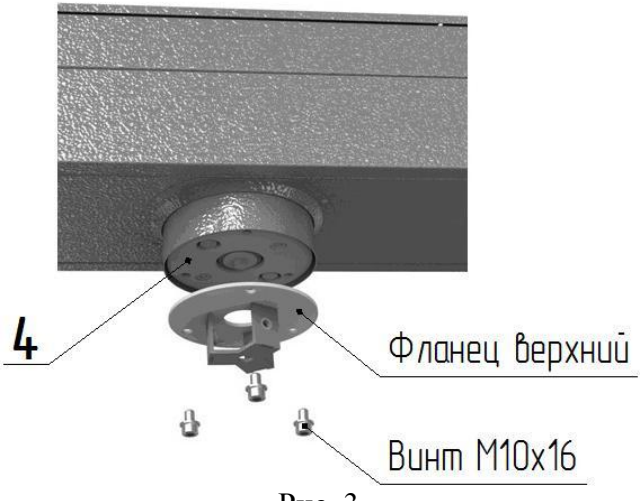
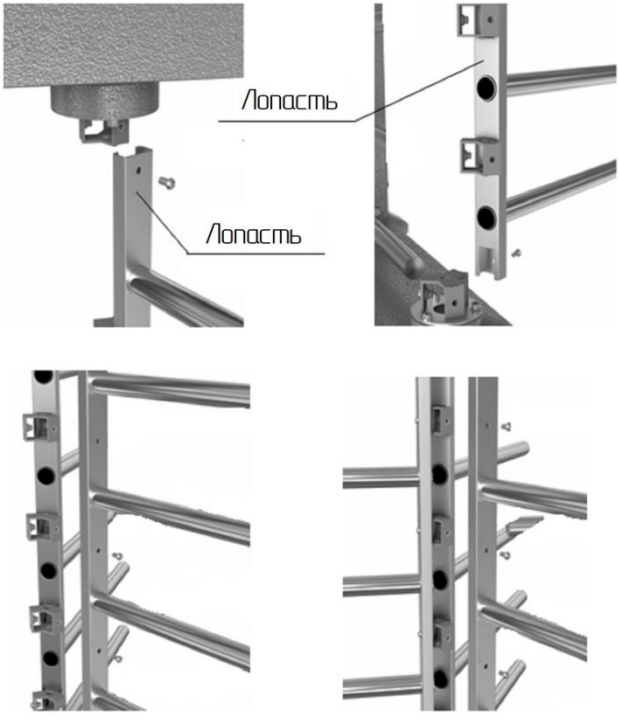

Рис. 3
Рис. 4
6.2.2. Сборка центральной стойки (рис. 3, 4):
- установите на диск муфты привода **6** (рис.3) верхний фланец центральной стойки и закрепите винтами М10х16, нижний фланец прикрепите к фланцу вала напольной плиты **7** винтами М8х16, в первую очередь установите на посадочные плоскости фланцев лопасть с внутренними кронштейнами (рис.4), расположение "верх" указано маркировкой и закрепите винтами М8 (не затягивая их);